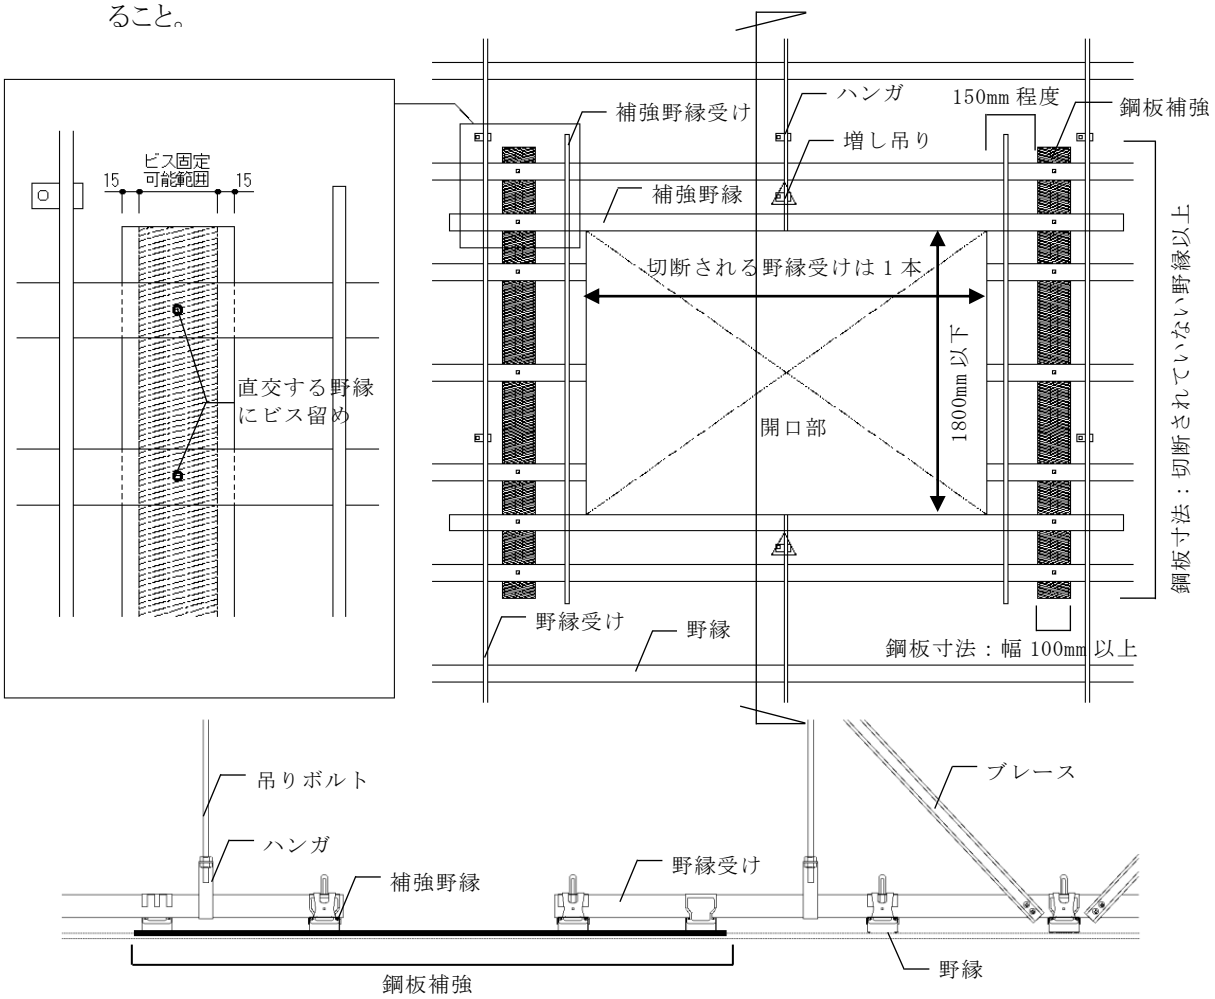

図 2-7-4 （参考例）ブレース材を設置する野縁受けが切断される場合の鋼板補強
d) 切断された野縁受けの通りにブレースの設置がある場合　鋼板補強仕様（図 2-7-4 参照）